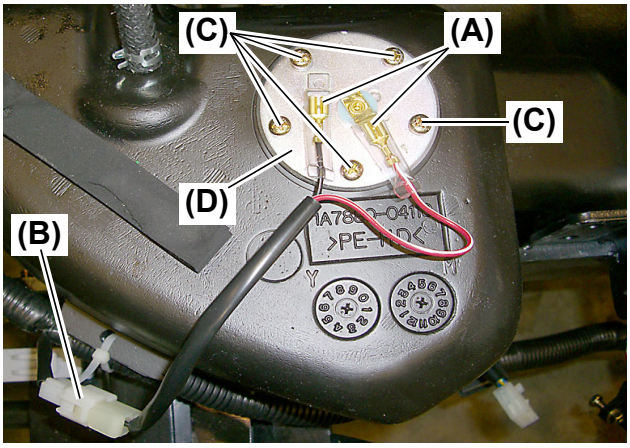

Fig. 2
1. Disconnect the fuel sensor connectors **(Fig. 2, (A), (B))**.